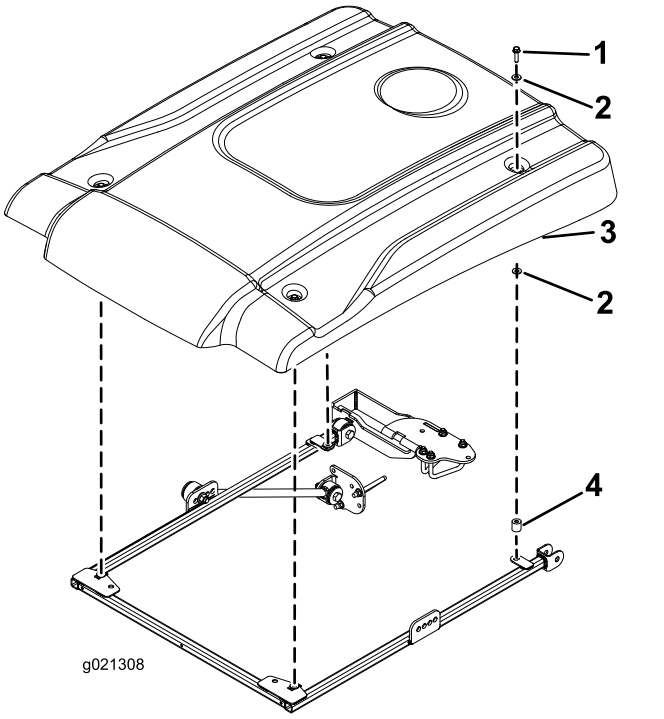

Figuur 23
16. Bij het uitlijnen van de bevestigingsgaten dient u het zonnescherm op het frame te plaatsen zoals wordt getoond in Figuur 23.
17. Bevestig de hoeken van het zonnescherm losjes op het frame met een flenskopbout (5/16" x 2¼"), 2 kleine ringen en een afstandsstuk (Figuur 23). Plaats een ring aan elke zijde van de rubberen pakking van het zonnescherm. Plaats het afstandsstuk tussen de onderste kleine ring en het frame.